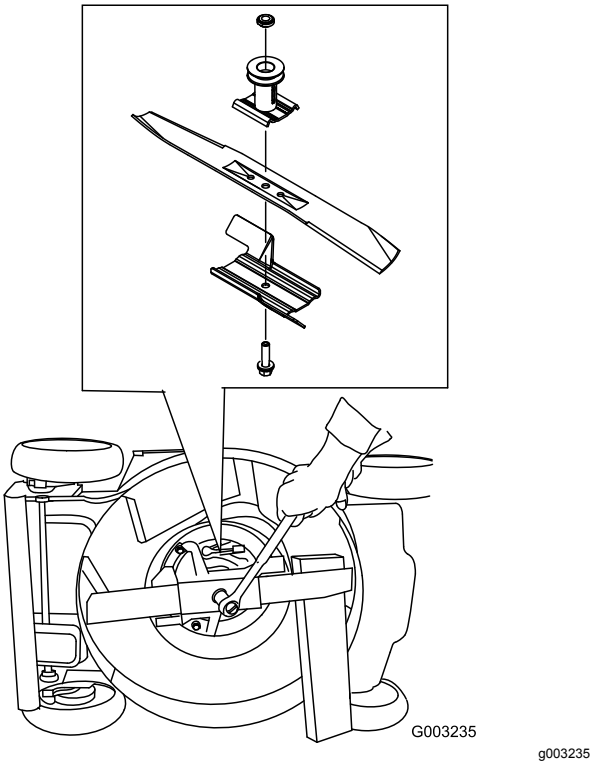

Figur 44
3. Brug en træklods til at holde kniven fast (Figur 44).